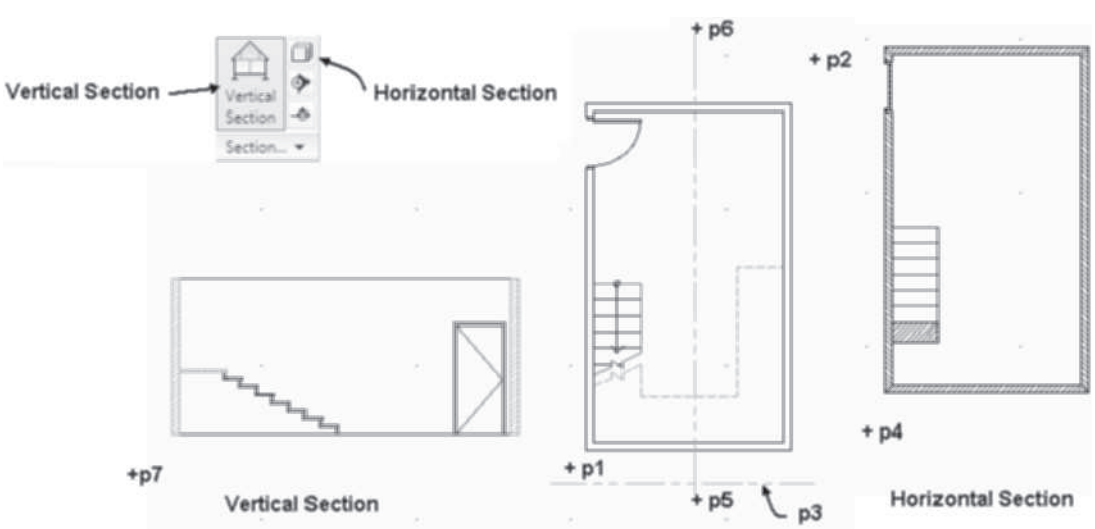

FIGURE 12.30 *Horizontal and Vertical Sections*
cutting plane height, and depth of the section. The result of the command creates a building section line. The section is created when you select the building section line, right-click, and choose **Generate Section** or **Enable Live Section** as shown in Figure 12.30.
`Select corner for horizontal section:` *(Select the drawing area at* `p1` *as shown in* `Figure 12.30`*.)*
`Select corner for horizontal section:` *(Select the drawing area at* `p2` *as shown in* `Figure 12.30`*.)*
2. Select the building section line at **p3** as shown in Figure 12.30 and choose **Generate Section** from the Modify panel of the Building Section Line tab.
4. Choose the **New Object** radio button, click the **Pick Point** button, and select a point near **p4** as shown in Figure 12.30. Click **OK** to dismiss the Generate Section Elevation dialog box.
`Specify Start point: (Select a point near p5 as shown in Figure 12.30.)`
`Specify next point: (Select a point near p6 as shown in Figure 12.30.)`
3. Click the **Select Objects** button in the **Selection Set** section and then create a crossing selection set by selecting a point near **p2** and **p1** as shown in Figure 12.30. Press ENTER to return to the Generate Section/Elevation dialog box.
4. Choose the **New Object** radio button, click the **Pick Point** button, and select a point near **p7**. Click **OK** and a vertical section is created as shown at the left in Figure 12.30.